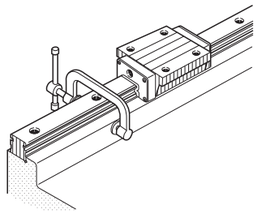

Fig. 20 Fixing of datum side track rail to the bed
❸Final fixing of Linear Way Ⅰ track rail
- Firmly push the reference mounting surface of Linear Way Ⅰ track rail to the mating reference mounting surface of the bed using a small vise or clamp. Tighten the track rail mounting bolt at the position where the vise or clamp is applied. Fix the track rail by progressively moving the position of the vise or clamp from one rail end to the other. (See Fig. 20.)